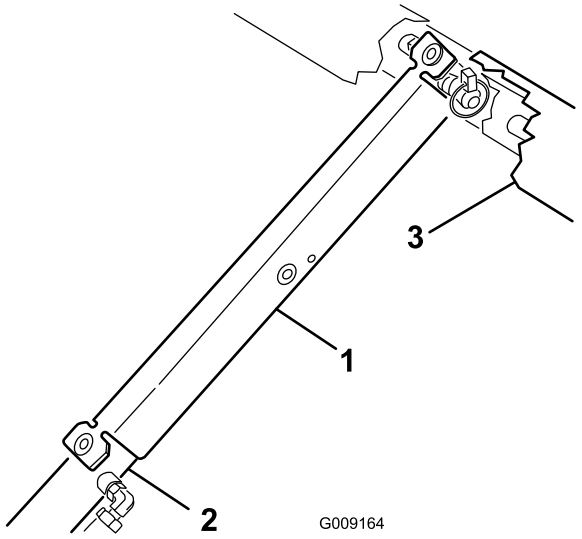

Figur 38
3. Skub ladstøtten ned over cylinderstangen, og sørg for, at tapperne på støtteenden hviler på enden af cylinderløbet og cylinderstangenden (Figur 38).